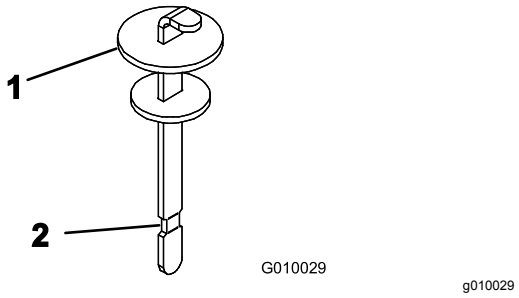

**Figur 20**
4. Ta ut oljestickan ur påfyllningsröret och torka av den med en ren trasa. För in oljestickan i påfyllningsröret; ta ut den igen och kontrollera oljenivån. Oljenivån ska nå upp till markeringen på oljestickan (Figur 20).